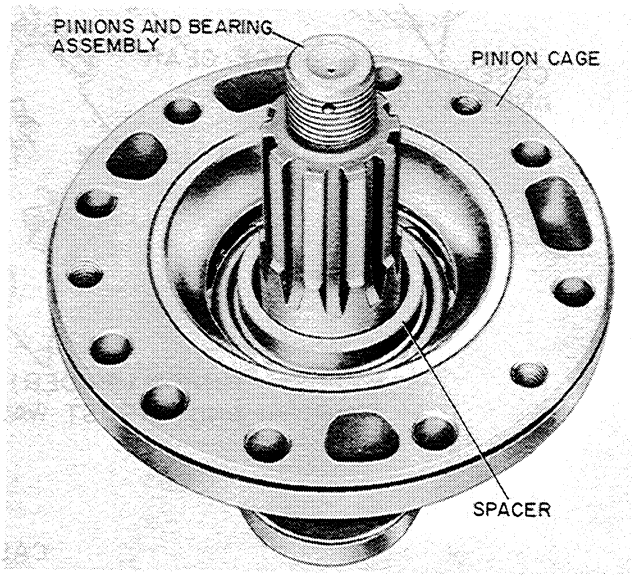

Figure T-54
4. Place the pinion cage over the pinion and bearing assembly and install spacer over the pinion shaft, Figure T-54.
The rotating pre-load torque must be within 5 to 15 inch pounds. If not, use a thinner spacer, Figure T-54, to increase the pre-load torque or a thicker spacer, Figure T-54, to decrease the pre-load torque.